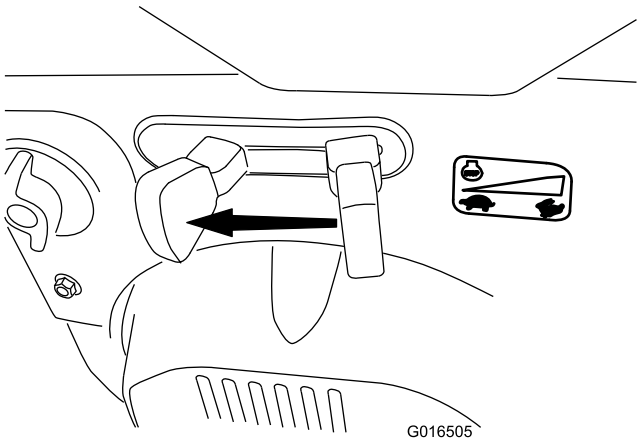

Figur 31
1. Flyt gashåndtaget til positionen Slow (langsom) og dernæst til positionen Stop (Figur 31) for at stoppe motoren. Motoren kan også stoppes ved at trække tændingsnøglen udad til midterpositionen.